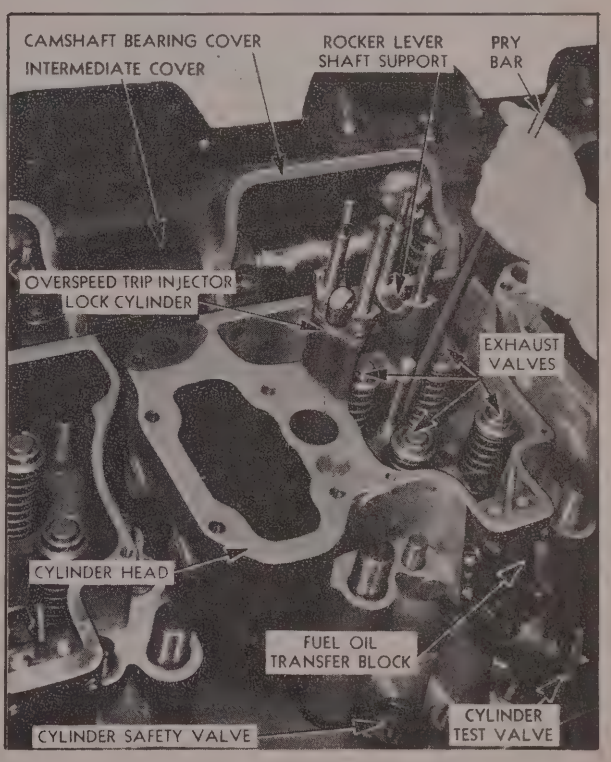

Fig. 4J
18. Remove rocker lever shaft bracket using small pry bar. (See Fig. 4J.)